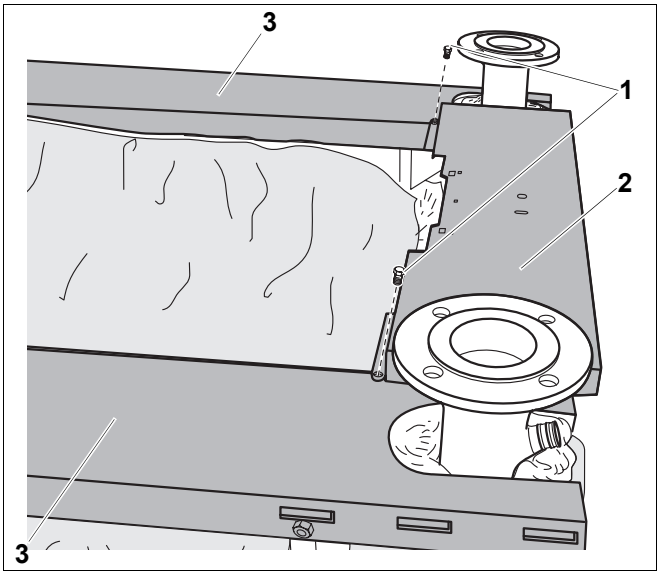

Rys. 59 Montaż przedniej pokrywy kotła
- Nałożyć przednią pokrywę kotła (rys. 59, **poz. 2**, obudowa, opakowanie A) i przymocować dwoma śrubami z łbem płaskim 3,9 x 9,5 (rys. 59, **poz. 1**) do bocznych pokryw kotła (rys. 59, **poz. 3**).